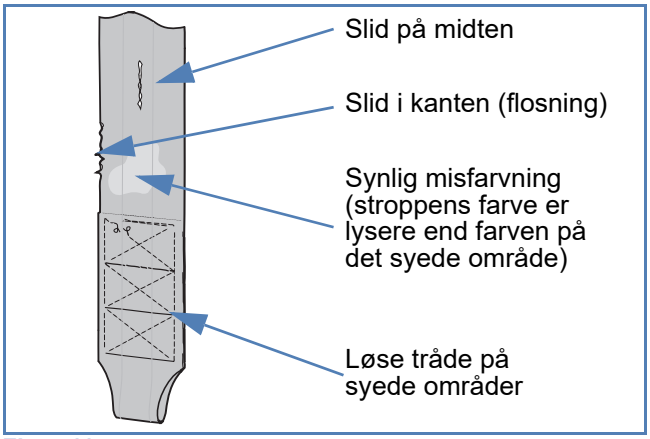

Figur 11
- Se efter tegn på slid eller misfarvning, som angivet i figur 11.